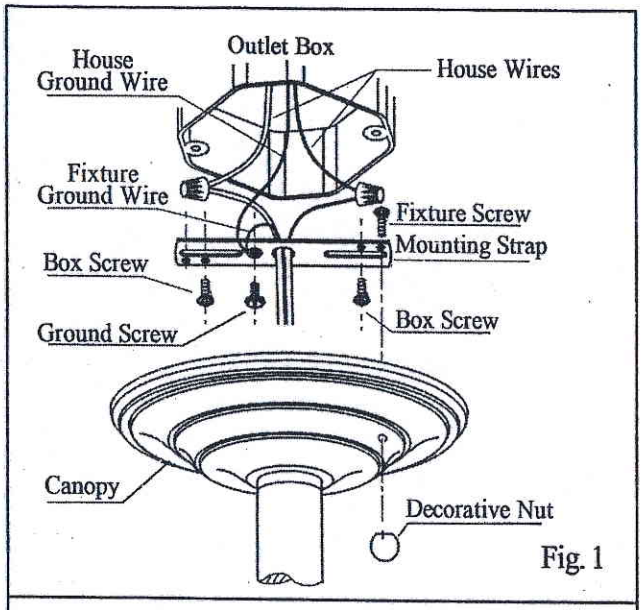

Fig. 1
3. (Fig. 1) Attach the fixture screws to the mounting strap, or universal mounting plate (whichever is provided).